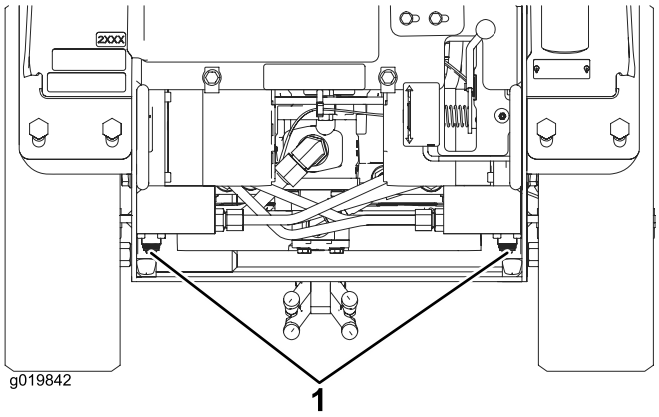

Figuur 20
3. Gebruik een steeksleutel om de sleepkleppen op de hydraulische motors tweemaal linksom te draaien (Figuur 20).